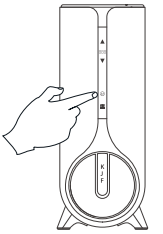

Figure 24
(4). Long press the filter reset button on the machine KJF for 5 seconds. When you hear the "beep" sound from the system, the filter has been successfully reset. The indicator lights of the front panel and faucet filter will turn blue. **(Figure 24)**